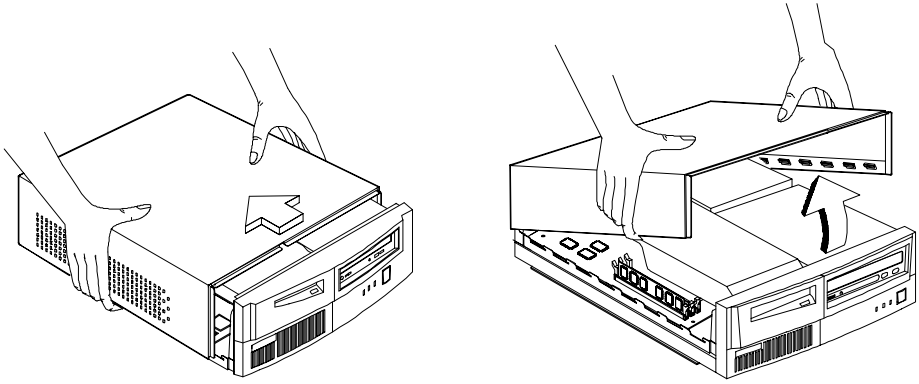

Figure 4-3 Removing the Housing Cover
4. Pull the housing cover slightly backward as indicated in Figure 4-3.